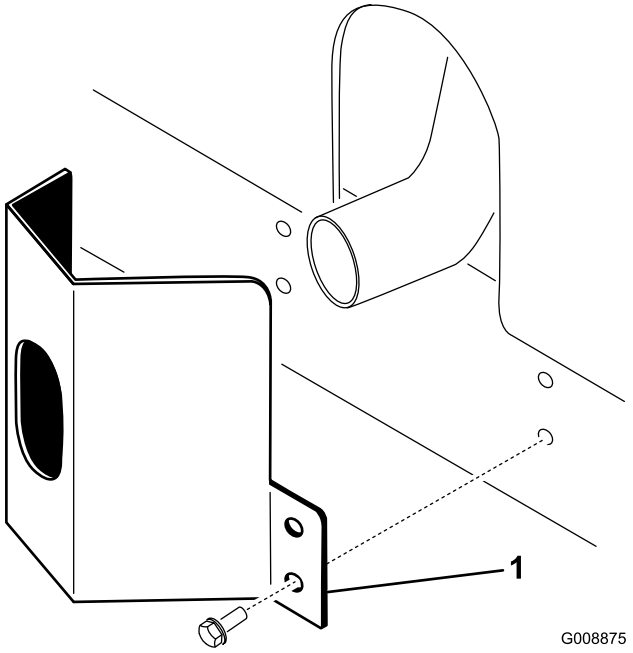

Figur 11
1. Placera avgasskyddet runt ljuddämparen och passa in monteringshålen mot hålen i ramen (Figur 11).
2. Fäst avgasskyddet vid ramen med fyra självgängande skruvar (Figur 11).